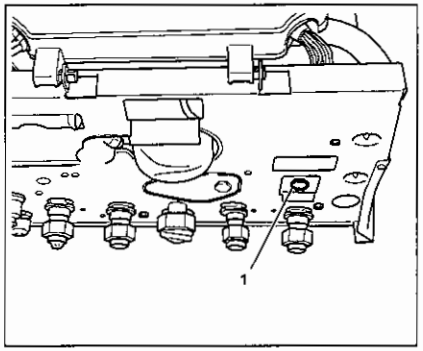

afb. 7 Positie van de blindstop
De cv-ketels worden geleverd met een drukmanometer met vul- en aftapkraan. Deze kan op de plaats van de blindstop (afb. 7, **pos. 1**) worden gemonteerd.